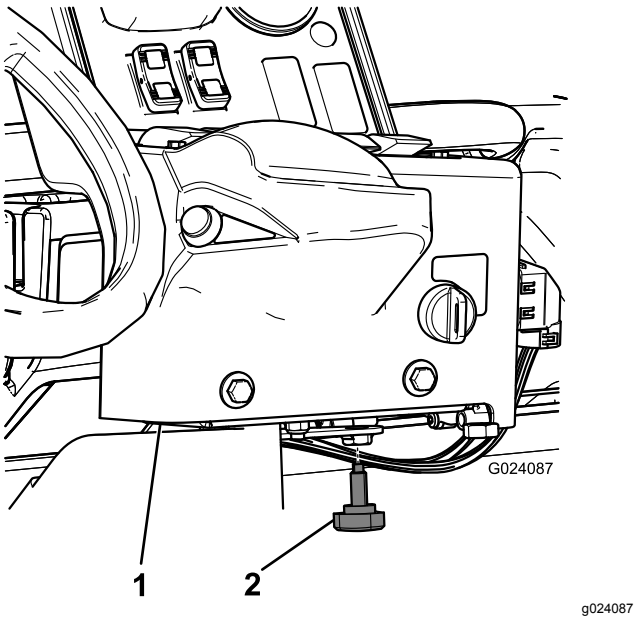

Figuur 15
3. Monteer de knop om te voorkomen dat het paneel draait tijdens de bediening (Figuur 15).